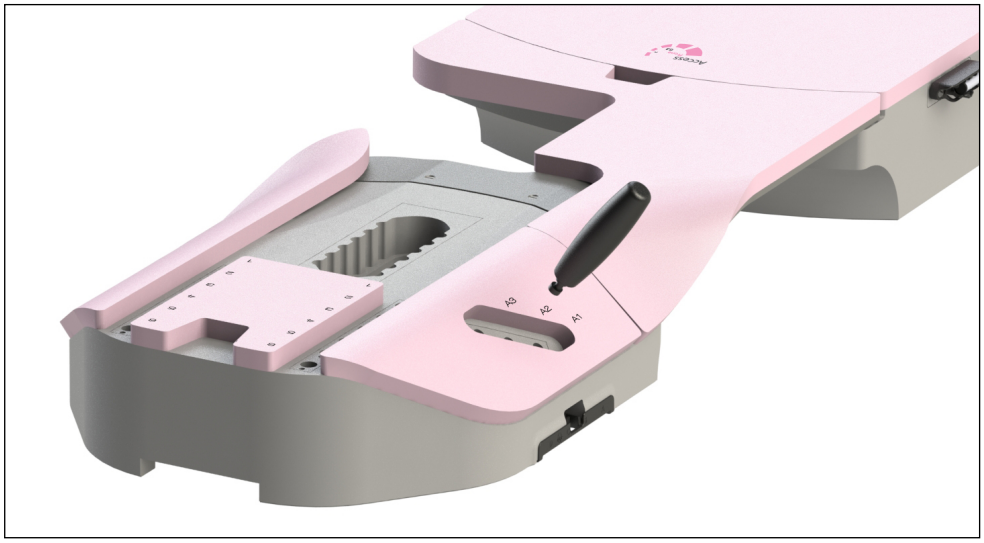

Abb. 17
1. Setzen Sie den Handgriff in das entsprechende Loch am oberen Ende des Einsatzes ein (Abb. 17).
2. Drehen Sie den Handgriff in eine Richtung, bis er sich im Loch festsetzt und einrastet (Abb. 17).